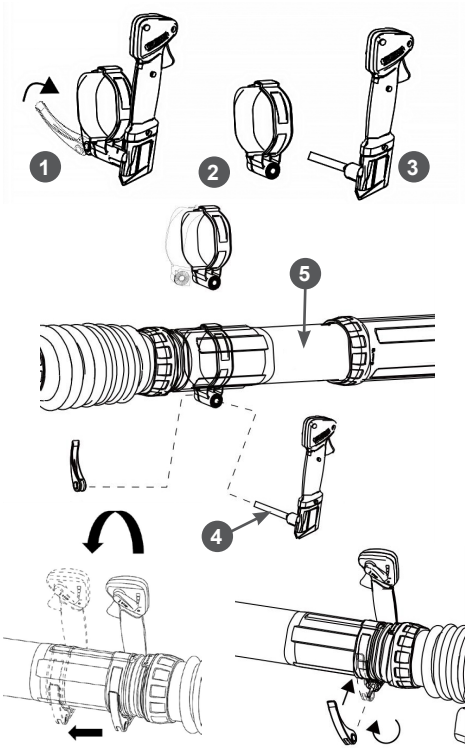

Рис. 7. Установка рукоятки управления
5. Установите рукоятку управления (Рис. 7). Поверните ручку 1 быстрозажимного фиксатора, чтобы разобрать фиксатор. Снимите фиксирующую втулку 2 и установите ее на трубу 5, при этом шпилька рукоятки 4 должна пройти через втулку 2. Поверните ручку 1, чтобы закрепить рукоятку на напорной трубе.